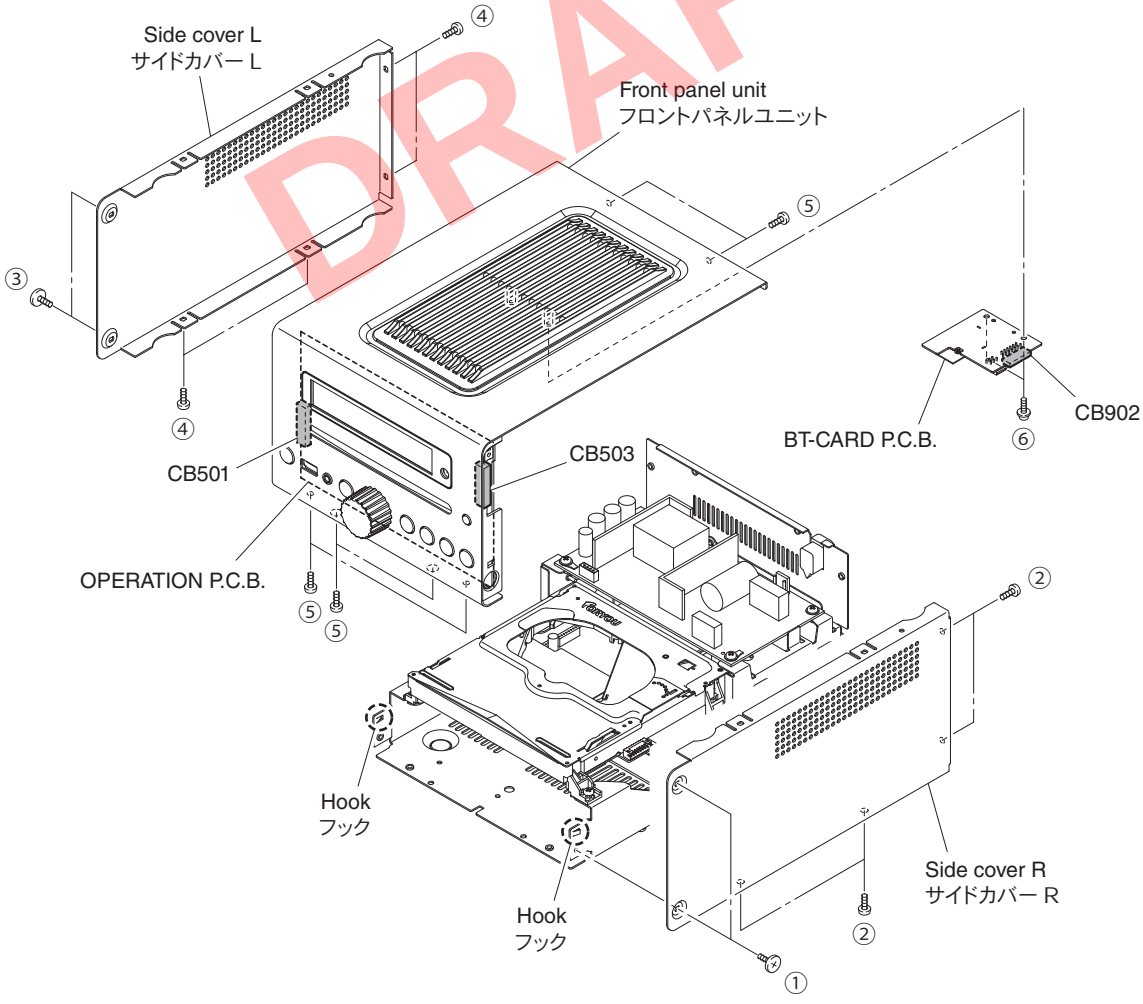

Fig. 1
1. Removal of Front Panel Unit (Fig. 1)
a. Remove 2 screws (①), 4 screws (②) and remove the side cover R.
b. Remove 2 screws (③), 4 screws (④) and remove the side cover L.
c. Remove 6 screws (⑤).
2. Removal of BT-CARD P.C.B. (Fig. 1)
a. Remove 2 screw (⑥).
1. フロントパネルユニットの外し方（Fig. 1）
a. ① のネジ 2 本、② のネジ 4 本を外し、サイドカバー R を外します。
b. ③ のネジ 2 本、④ のネジ 4 本を外し、サイドカバー L を外します。
c. ⑤ のネジ 6 本を外します。
2. BT-CARD P.C.B. の外し方（Fig. 1）
a. ⑥ のネジ 2 本を外します。